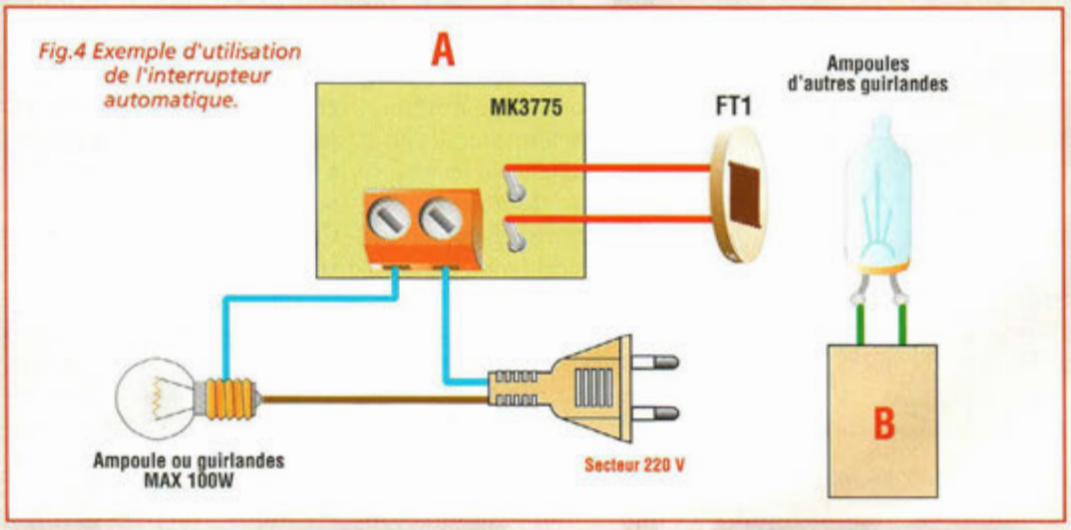

Fig.4 Exemple d'utilisation de l'interrupteur automatique.
Noter en fig.4 un exemple d'utilisation en tandem du montage (A) et de guirlande intermittente de tout type (B). L'idée est de placer le capteur de A à proximité d'une ampoule appartenant au fil commandé par B, en prévoyant un masquage de la lumière naturelle externe. Après quelques essais pour déterminer la position la plus adaptée à l'enclenchement de l'effet, la guirlande A suit en sens inverse le jeu de B, en s'activant dans les pauses. Ce sympathique montage pas plus grand qu'une pièce de monnaie assure une touche d'originalité aux animations lumineuses qui embellissent et mettent en valeur les décors de toutes les occasions. De nouvelles variations de rythme en perspective....